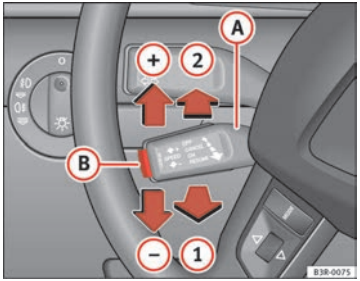

Fig. 142 Controls for the cruise control system
– Pull the lever (A) to position ⇒ fig. 142 (1) to enable the system.
– Briefly press button (B).
– Move the lever (A) up towards ⇒ fig. 142 (+).
– Move the lever (A) down towards ⇒ fig. 142 (-).
– You can increase the set speed in steps of 2 km/h by briefly pressing the lever (A) up towards ⇒ fig. 142 (+).
– You can decrease the set speed in steps of 2 km/h by briefly pressing the lever (A) down towards ⇒ fig. 142 (-).
If no speed was stored when the system was temporarily disabled, a new speed can be set as follows: drive at the desired cruising speed and briefly press button ⇒ page 173, fig. 142 (B) (SET).
- Move lever (A) ⇒ page 173, fig. 142 to position (2) (click stop engaged).